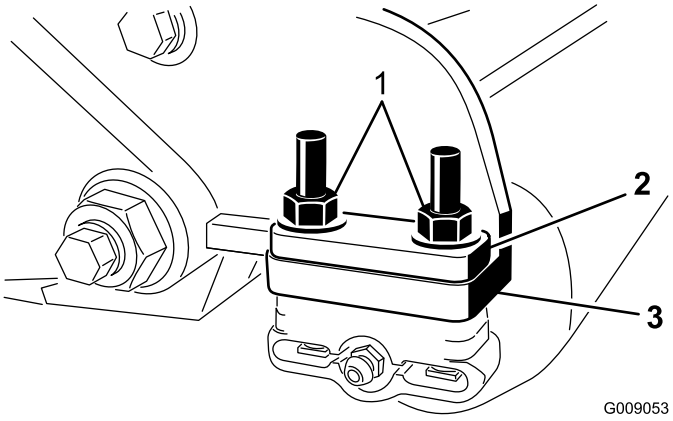

Figur 7
6. Fjern de 2 flangelåsemøtrikker, der fastgør hver rulleholder til sidepladerne (Figur 7). Boltene må ikke fjernes. **Fjern desuden 6 mm afstandsstykker fra oversiden af sidepladens monteringsflange.**